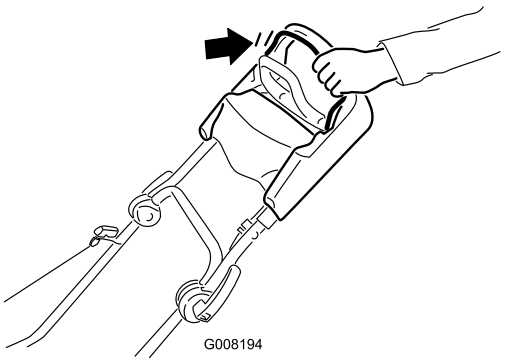

Bild 14
1. Halten Sie den Schaltbügel gegen den Griff gedrückt (Bild 14).